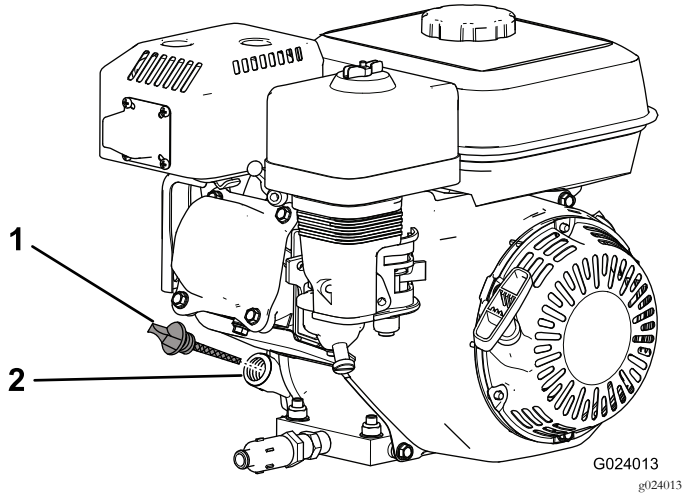

**Figur 18**
2. Stäng av motorn, låt den svalna och rengör området runt påfyllningslocket/oljestickan (Figur 18).